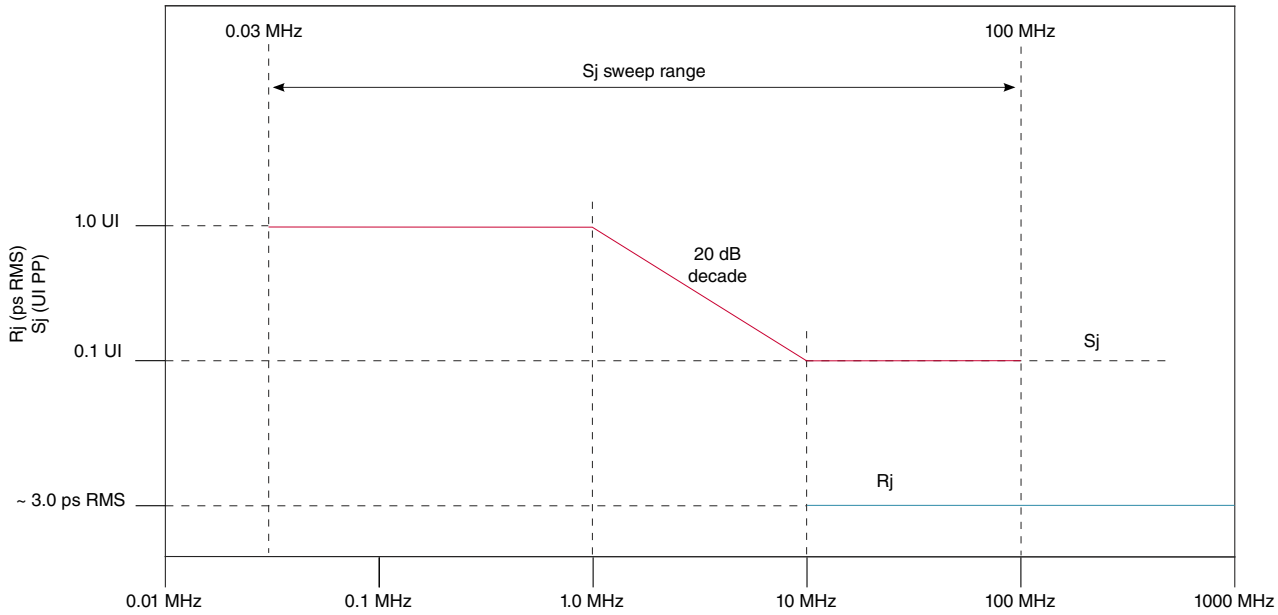

Figure 43. Swept sinusoidal jitter mask
1. Each UI is 125 ps ± 300 ppm. UI does not account for spreadspectrum clock dictated variations. 2. $T_{RX-SV-8G}$ is referenced to TP2P and is obtained after post-processing data is captured at TP2. $T_{RX-SV-8G}$ includes the effects of applying the behavioral receiver model and receiver behavioral equalization. 3. Frequency = 2.1GHz. $V_{RX-SV-DIFF-8G}$ voltage may need to be adjusted over a wide range for the different loss calibration channels. 4. Fixed at 100 MHz. The sinusoidal jitter in the total jitter tolerance may have any amplitude and frequency. 5. See Figure 43. on page 132. 6. Random jitter spectrally flat before filtering. Random jitter (Rj) is applied over the following range: The low frequency limit may be between 1.5 and 10 MHz, and the upper limit is 1.0 GHz. Rj may be adjusted to meet the 0.3 UI value for $T_{RX-SV-8G}$.